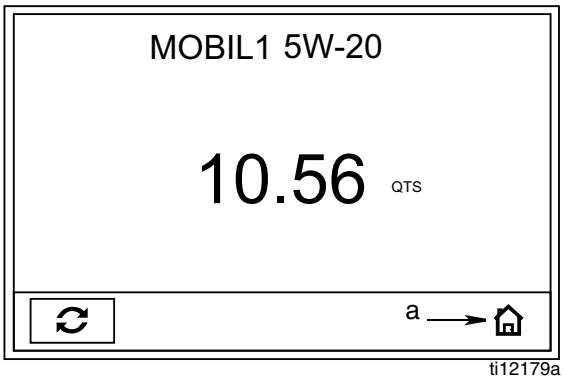

FIG. 9
2. Lorsqu'un écran mode fonctionnement s'affiche (tel qu'illustré en FIG. 9) :